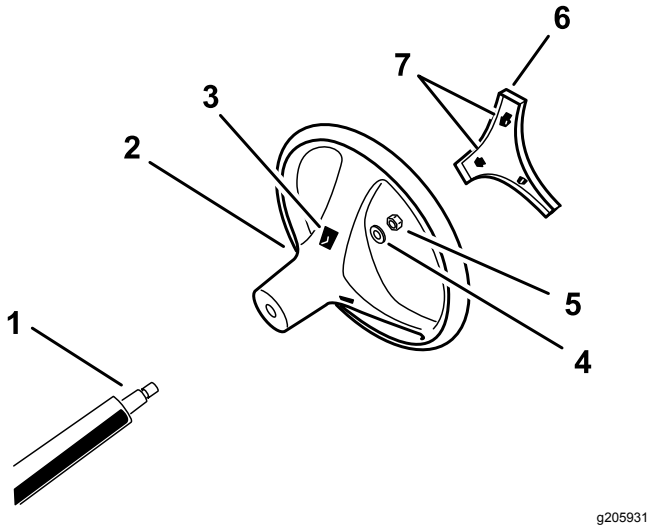

**Rysunek 3**
4. Zamocuj kierownicę do wału nakrętką zabezpieczającą i dokręć ją momentem od 24 do 29 N·m w sposób pokazany na Rysunek 3.
5. Ustaw zatrzaski osłony równo z wycięciami w kole kierownicy, a następnie nasuń osłonę na piastę koła kierownicy (Rysunek 3).